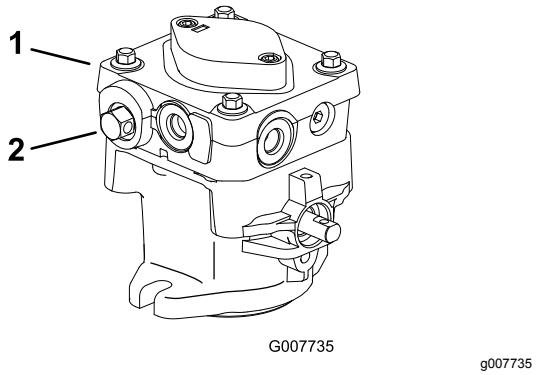

Figur 14
3. Öppna överströmningsventilerna genom att vrida dem 1–2 varv medurs (Figur 14).